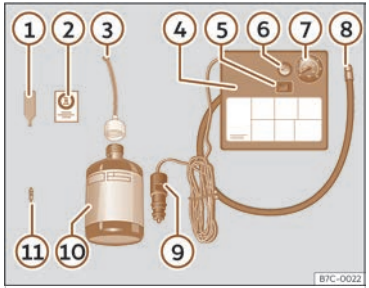

**Fig. 214** Standard display: contents of the tyre mobility system.
The tyre mobility system is located underneath the floor covering in the luggage compartment. Includes the following components >>> **Fig. 214**:
- Unscrew the tyre valve cap and insert. Use the device ››› **Fig. 214** ① to remove the valve cap. Place it on a clean surface.
- Shake the tyre sealant bottle vigorously ››› **Fig. 214** ⑩.
- Screw the tyre inflation hose ››› **Fig. 214** ③ into the tyre sealant bottle. The bottle's seal will break automatically.
- Remove the filler cap ››› **Fig. 214** ③ and screw the open end of the tube into the tyre valve.
- Replace the valve insert with the device ››› **Fig. 214** ① onto the tyre valve.
- Screw the tyre inflation tube of the compressor ››› **Fig. 214** ⑧ onto the tyre valve.
- Check that the air evacuation screw is closed ››› **Fig. 214** ⑥.
- Attach the connector ››› **Fig. 214** ⑨ to the vehicle's 12 volt power outlet ››› **page 238**.
- Switch on the air compressor with the ON/OFF switch ››› **Fig. 214** ⑤.
- Attach the sticker ››› **Fig. 214** ② to the instrument cluster display, within the driver's field of vision.
Screw in the inflator tube >>> **Fig. 214** ⑧ again and check the pressure on the gauge ⑦.